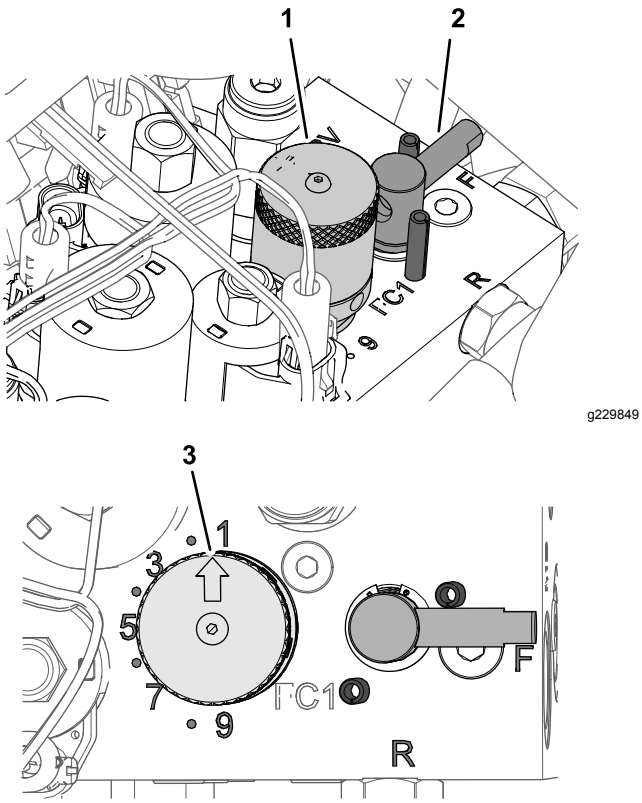

Figur 64
5. Justera cylinderhastigheten genom att vrida ratten på cylinderhastighetsreglaget (Figur 64)